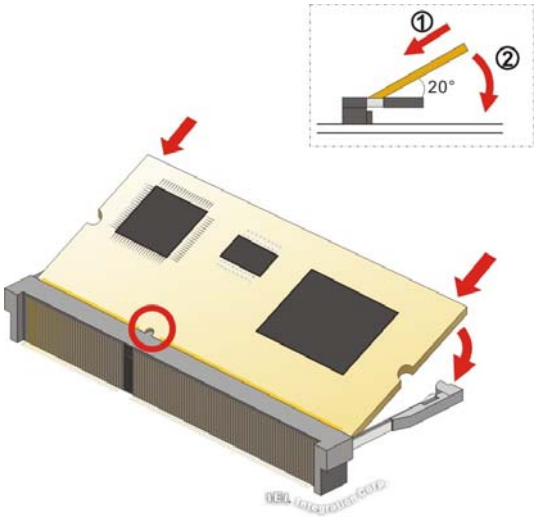

Figure 3-7: IPMI Module Installation
Step 4: Insert the iRIS-2400 module. Push the module in at a 20º angle (**Figure 3-7**).
Step 5: Seat the iRIS-2400 module. Gently push downwards and the arms clip into place (**Figure 3-7**).